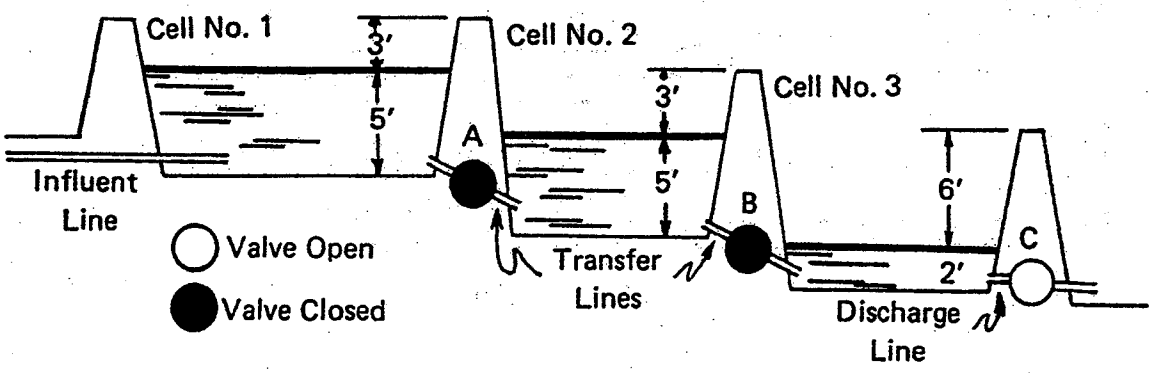

Figure 2. Discharge From Cell No. 3, Split Level System
2. Open valve C only. Do not open valve B. Only the wastewater in Cell No. 3 is to be discharged, since only its effluent meets discharge standards. (See Figure 2.)